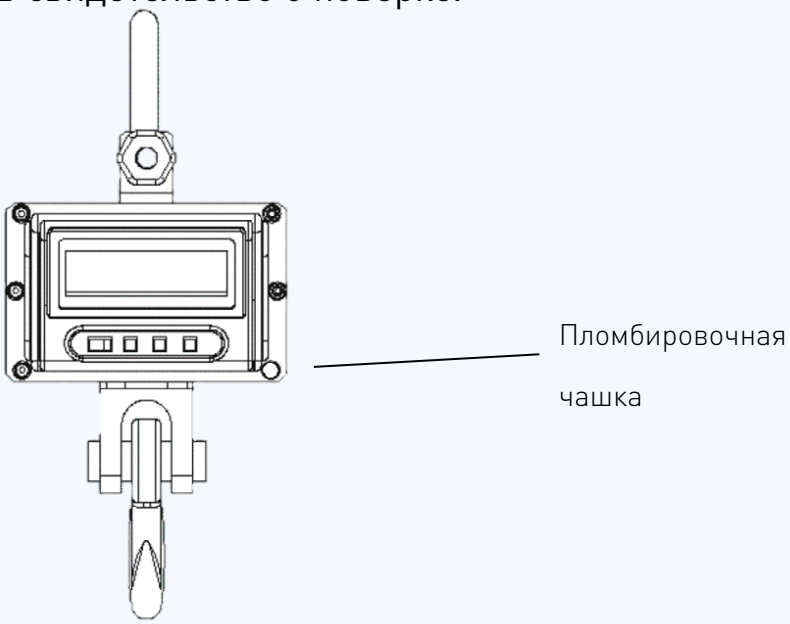

Рисунок 17.1 - Место нанесения оттиска поверительного клейма.
- нанести на весы оттиск поверительного клейма (см. Рис. 17.1).